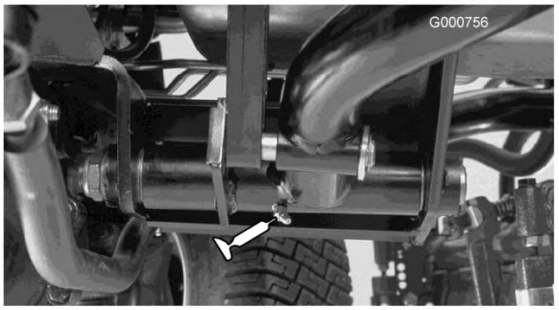

Figura 48
- Articulações do braço de elevação traseiro (2) (Figura 48)